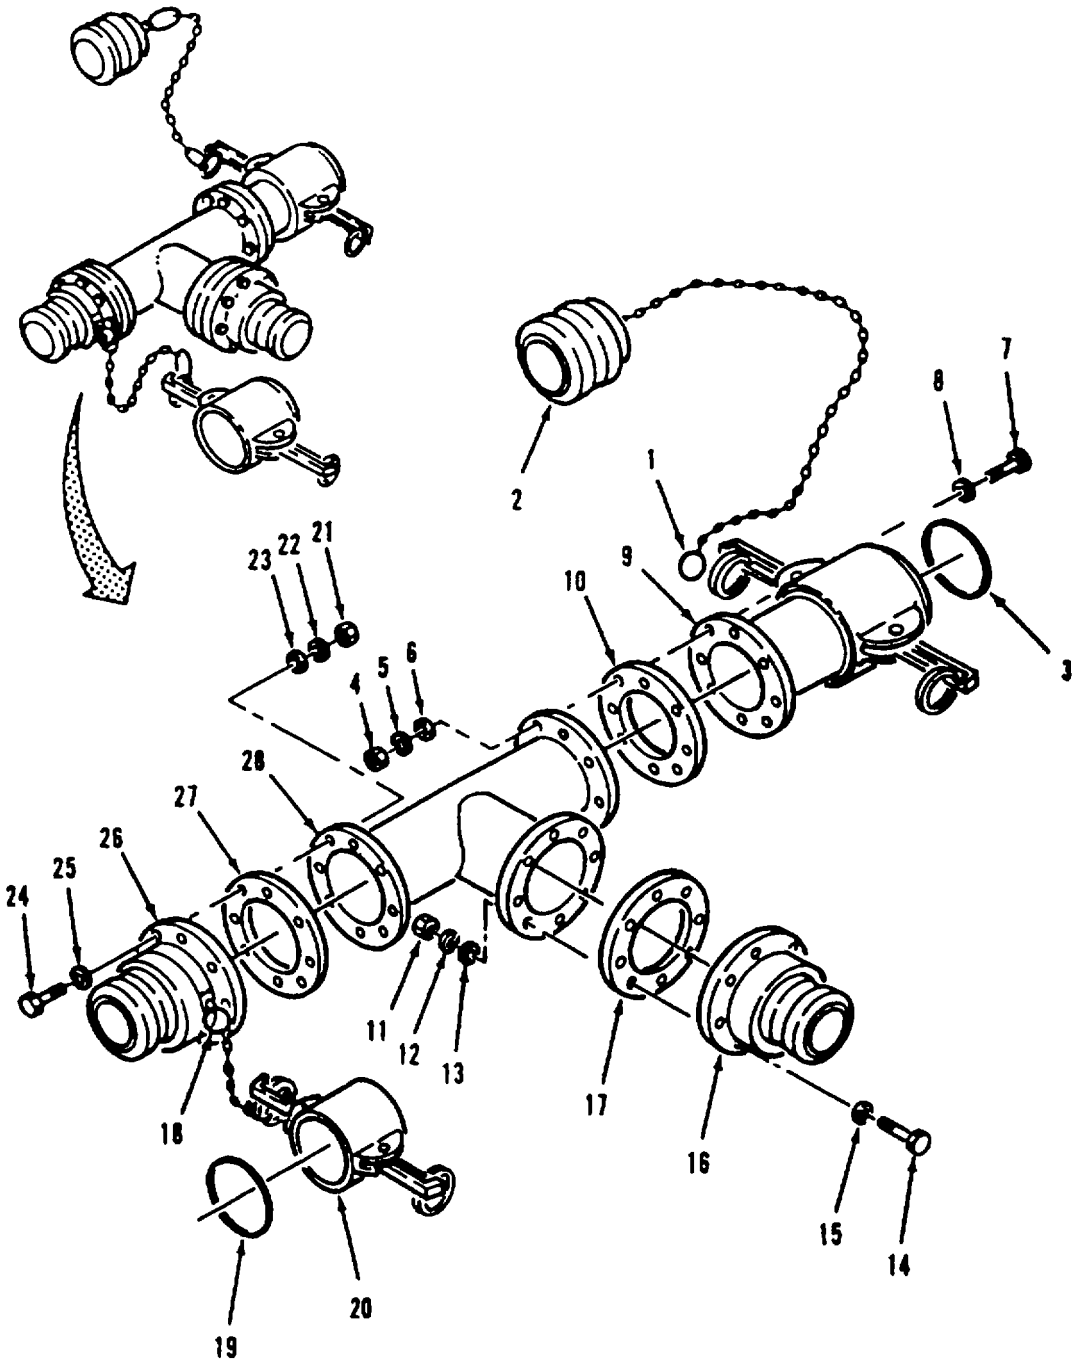

Figure 4-8. Tee Assembly (9117-Y1) Disassembly
a. Disassembly. Refer to Figure 4-8.
(1) Disconnect ring (1) from female coupling (9) and remove plug (2).
(2) Remove gasket (3) from female coupling (9).
(3) Remove eight nuts (4), lockwashers (5), flat washers (6 and 8), and bolts (7).
(4) Separate female coupling (9) and gasket (10) from tee (28).
(5) Remove eight nuts (11), lockwashers (12), flat washers (13 and 15), and bolts (14).
(6) Separate male coupling (16) and gasket (17) from tee (28).
(7) Disconnect ring (18) from male coupling (26) and remove cap (20).
(8) Remove gasket (19) from cap (20).
(9) Remove eight nuts (21), lockwashers (22), flat washers (23 and 25), and bolts (24).
(10) Separate male coupling (26) and gasket (27) from tee (28).